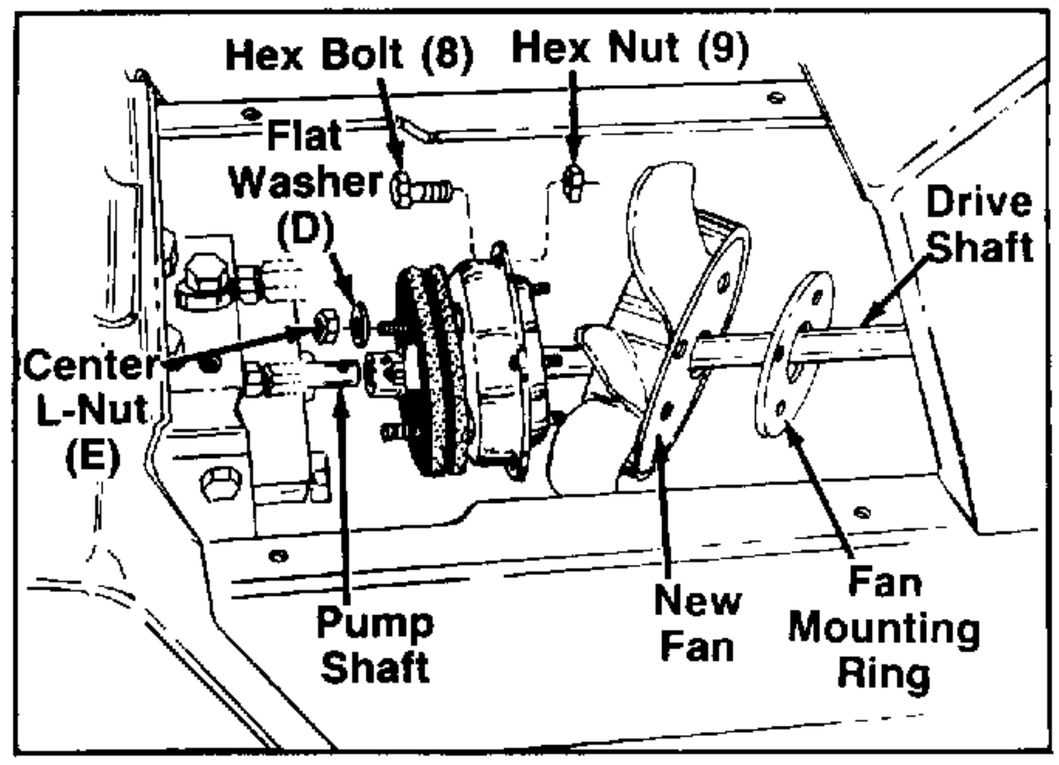
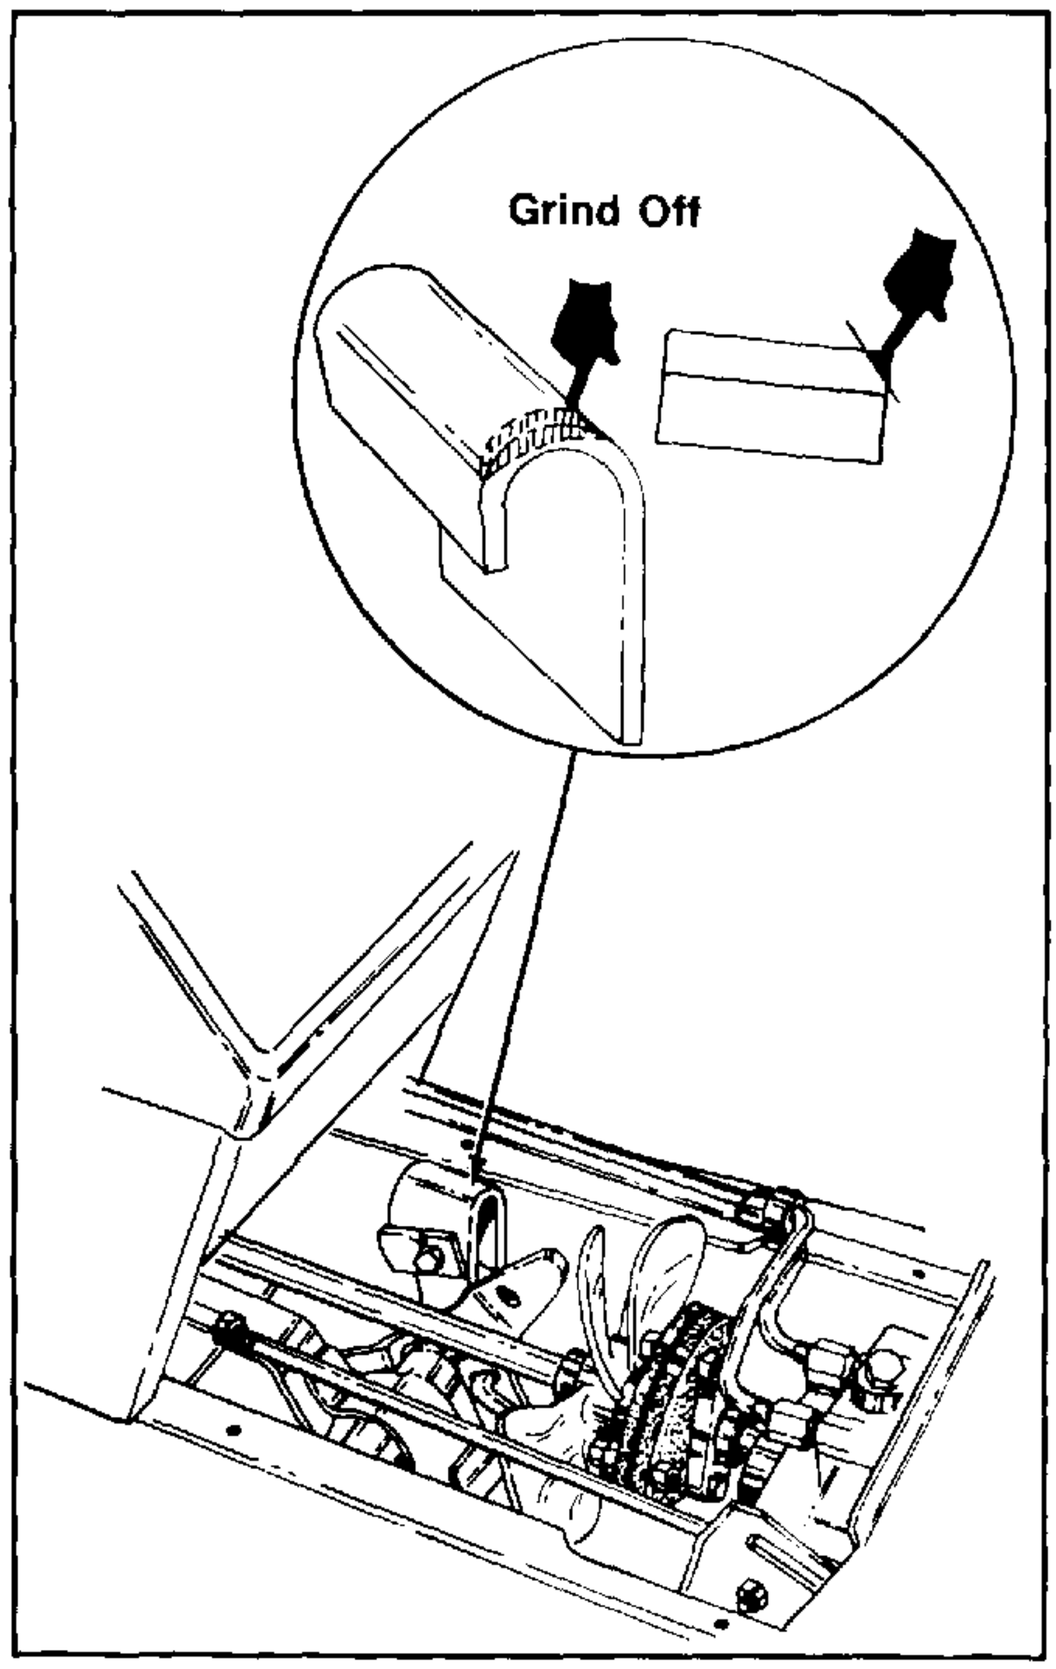

FIGURE 9.
FIGURE 11.
12. Remove (2) hex bolts (Ref. 8) and hex nut (Ref. 9) from clutch assembly, shown in figure 9.
18. Install coupling ③ with flexible discs onto drive shaft, and align (2) holes in flexible discs with bolts on rear clutch cover. See figure 9.
19. While holding clutch coupling and flexible disc assemblies together, line up with pump shaft and slide onto pump shaft. See figure 9.
25. Slide front clutch cover rearward and align four mounting holes with rear clutch cover and fasten securely with four hex bolts (H) and four hex patch nuts (C).
26. Assemble the two flat washers and lock nuts at rubber disc and rear clutch cover. Tighten securely. See figure 9.
27. Slide the new fan into position and secure with fan mounting ring and four hex patch nuts (C) (1/4-20 thread) provided in kit.
28. Move the lift unit on tractor to the highest position and check fan clearance at lift bracket. Grind off lift bracket if necessary. See figure 11.